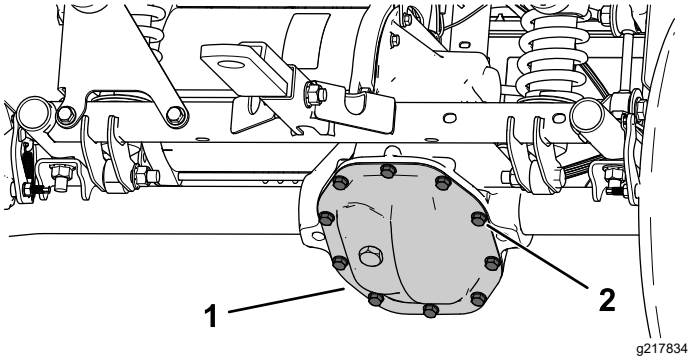

Figur 52
1. Placera ett avtappningskärl under växellådsskyddet (Figur 52).
2. Ta bort skruvarna från växellådsskyddet och töm ut vätskan helt (Figur 52).